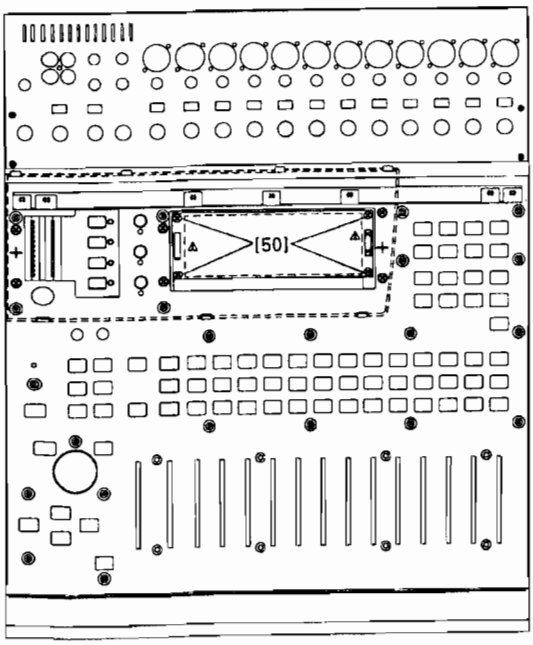

Fig. 8 (図8)
4-2 Remove the four (4) screws marked [50]. The LCD unit can then be removed. (Fig. 8)
4-2 [50]のネジ 4 本を外し、LCD ユニットを外します。(図 8)